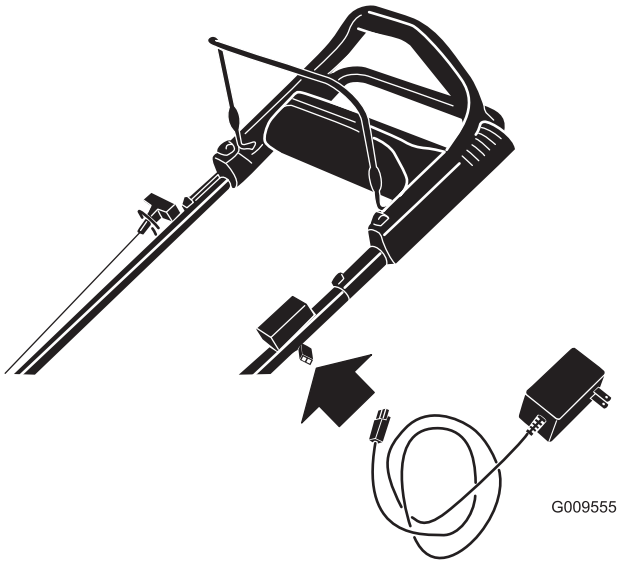

Figure 33
1. Branchez le chargeur sur le faisceau de câblage situé sous la clé de contact (Figure 33).